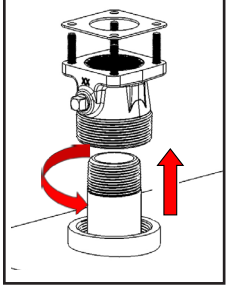

Figure 2
2. Screw the tank adapter (with suction pipe) into the tank bung; seal threads liquid tight with appropriate thread sealant (Figure 2).